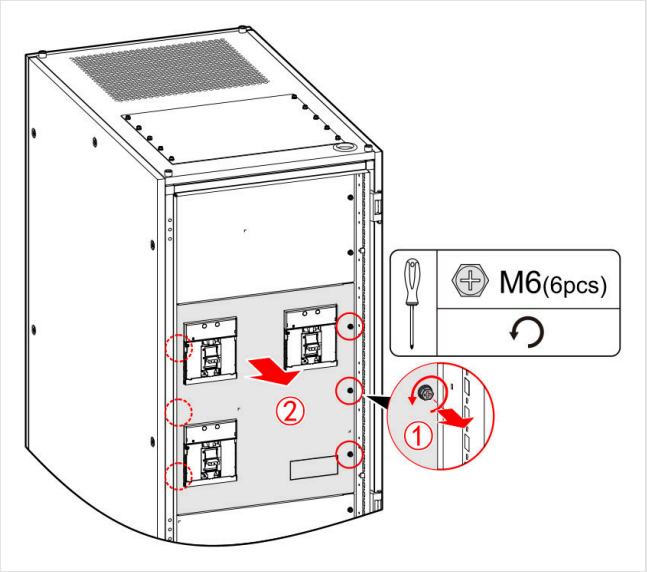

FIGURE 4-28 Remove the front plate (M6 × 6)
1. Open the front door. Remove the six M6 screws of the front plate and remove the plate (Figure 4-28).